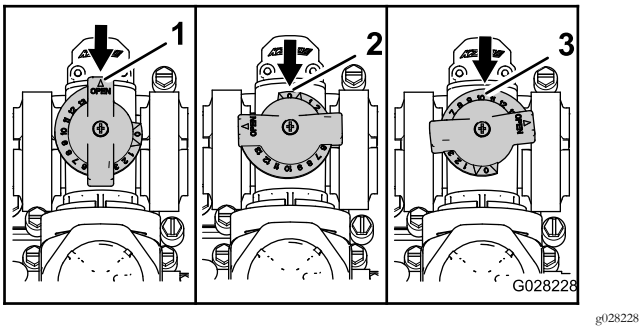

Figura 108
- A válvula de distribuição da agitação está na posição totalmente ABERTA, como se mostra na Figura 108.
- A válvula de distribuição da agitação está na posição FECHADA (0), como se mostra na Figura 108.
- A válvula de distribuição da agitação está numa posição INTERMÉDIA (ajustada em relação ao indicador de pressão para o sistema de pulverização), como se mostra na Figura 108.